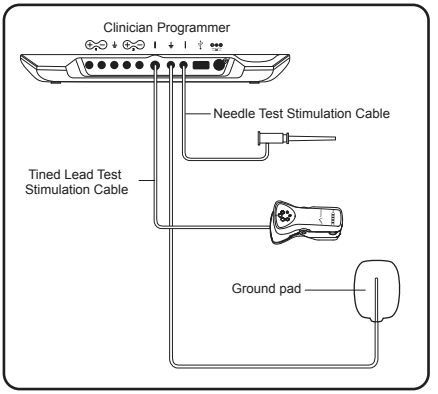

Figure 4. Clinician Programmer cable connections for the lead implant procedure.
e. Insert the black plug into the CP ground (⏚) next to Needle Test Stimulation Cable (**Figure 4**).
7. Insert the black plug of the needle test stimulation cable into the CP outside the sterile field **(Figure 4**). Keep the clip end of the cable in the sterile field.
9. Insert the grey plug of the tined lead test stimulation cable into the CP outside the sterile field (**Figure 4**). Keep the clip end of the cable in the sterile field.